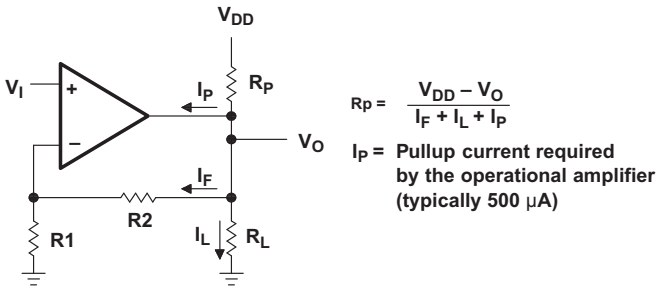

Figure 42. Resistive Pullup to Increase V_{OH}
Although the TLC27M4 and TLC27M9 possess excellent high-level output voltage and current capability, methods for boosting this capability are available, if needed. The simplest method involves the use of a pullup resistor (RP) connected from the output to the positive supply rail (see Figure 42). There are two disadvantages to the use of this circuit. First, the NMOS pulldown transistor N4 (see equivalent schematic) must sink a comparatively large amount of current. In this circuit, N4 behaves like a linear resistor with an on-resistance between approximately 60 Ω and 180 Ω, depending on how hard the operational amplifier input is driven. With very low values of RP, a voltage offset from 0 V at the output occurs. Second, pullup resistor RP acts as a drain load to N4 and the gain of the operational amplifier is reduced at output voltage levels where N5 is not supplying the output current.